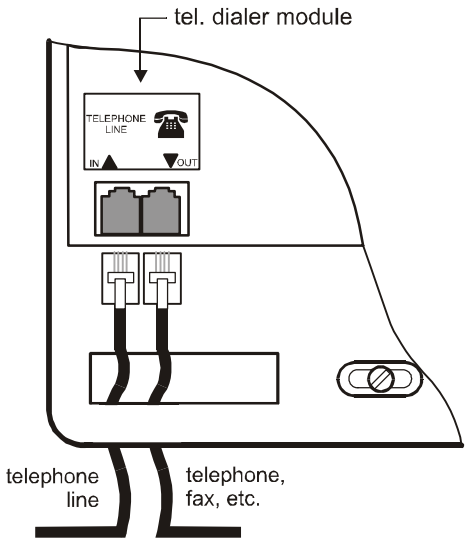

**Fig.4 TNV-3 telephone line connection**
- Use the provided telephone cable to connect the telephone line to the IN jack inside the control panel (see fig. 4),